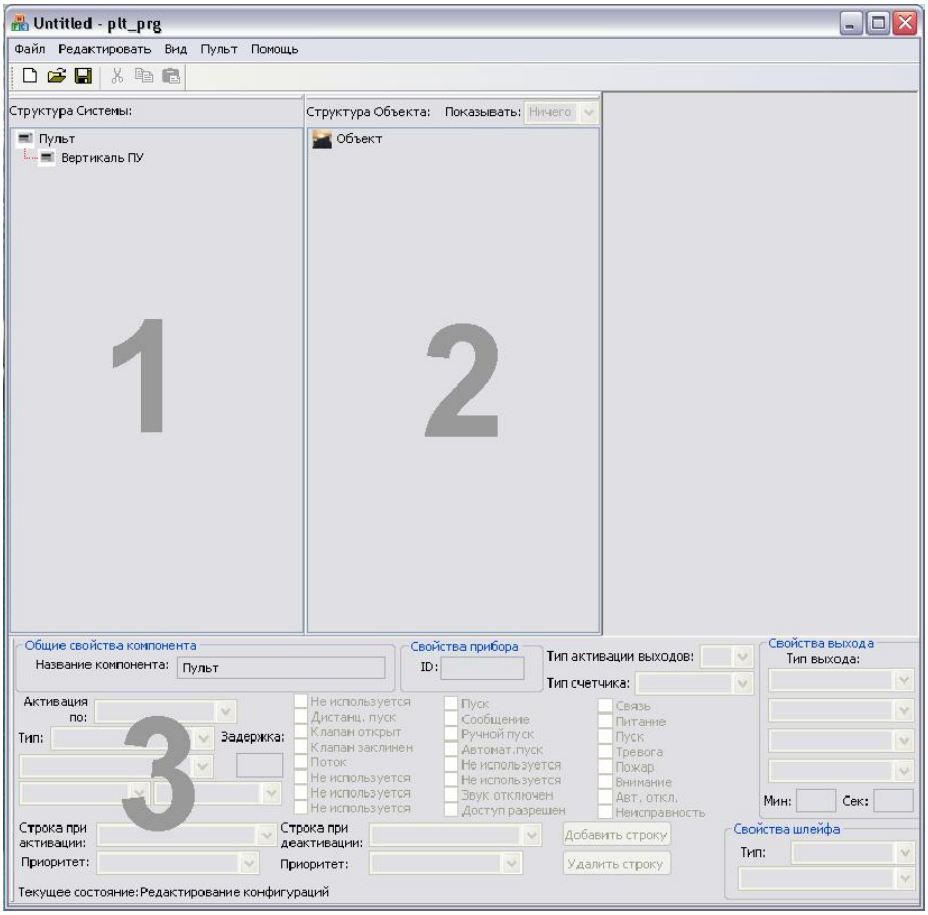

**Рис.1 – Рабочая зона конфигуратора**
Рабочая зона конфигуратора состоит из двух окон и панели свойств (Рис. 1). В окне «Структура системы» (1) представлена физическая конфигурация системы – приборы, их шлейфы и выходы, в окне «Структура объекта» (2) – логическая – зоны. В нижнем диалоге «Свойства» (3) представлены свойства выделенного на текущий момент объекта.